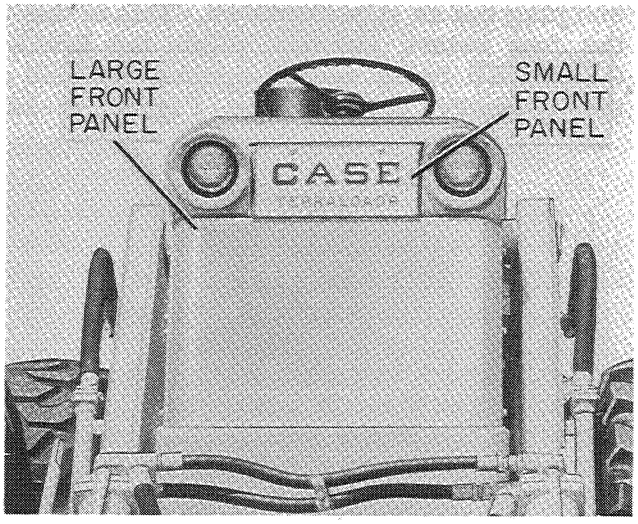

Figure W-11
1. Remove both the large and small front cover panels from the loader, Figure W-11.
2. Disconnect the lines and wires as illustrated in Figure W-11.